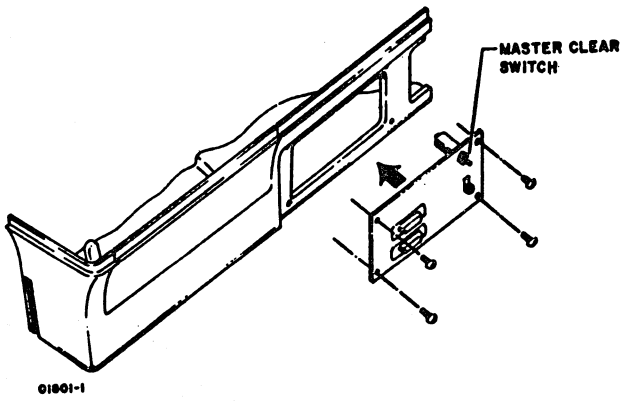

Figure 6E-7. MASTER CLEAR Switch
6. Attach the panel to the chassis using the four mounting screws (figure 6E-7).